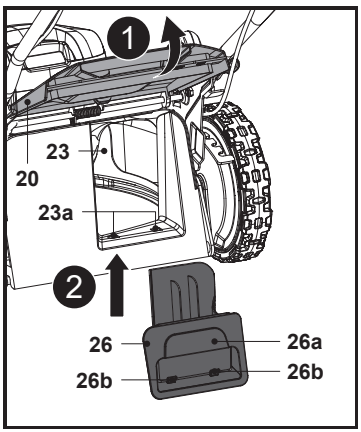

Fig. 12
1. Abra o resguardo do defletor traseiro (20), mantenha a pega com reentrância (26a) na posição e insira o encaixe do triturador (26) na conduta de descarga traseira (23) (Fig. 12). Certifique-se de que os dois grampos de bloqueio (26b) encaixam nas ranhuras (23a).